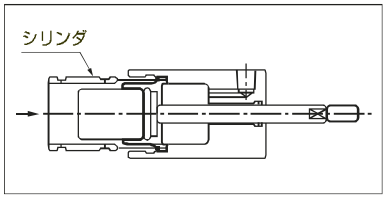

Fig.25
⑤ 内部シリンダをボンネットFとBFダイヤフラムFの環状U山外周部の環状すき間に挿入し、BFダイヤフラムFのビード部へ当たるまでゆっくり、かつ、滑らす様に押し込む。（Fig.25）